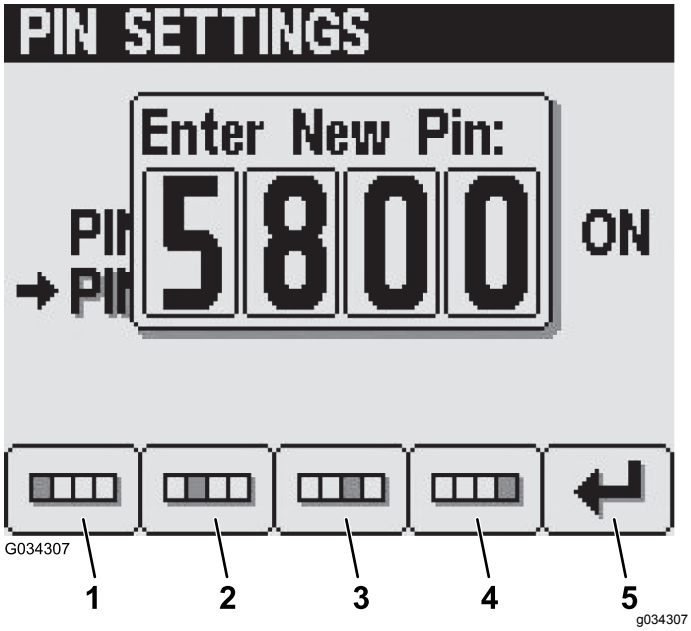

Figuur 36
5. Voer in het scherm Nieuwe pincode invoeren uw nieuwe pincode in door middel van knop 1 tot 4 en druk op knop 5 om de nieuwe pincode in te voeren in het InfoCenter (Figuur 36).